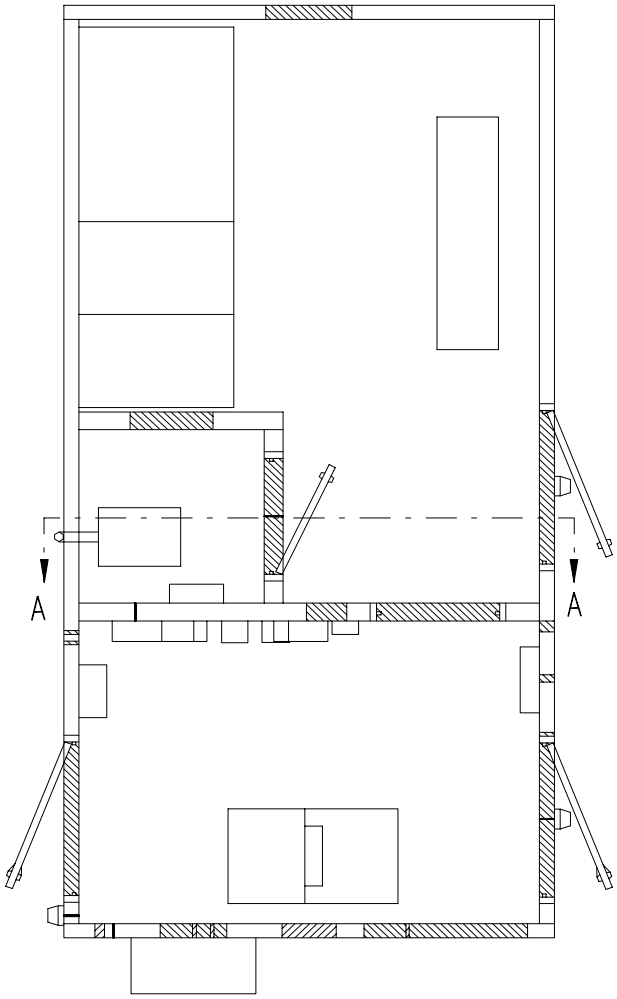

Figure 1. Fire Extinguisher Location
a. Using figure 1, locate the position where the fire extinguisher will be mounted.